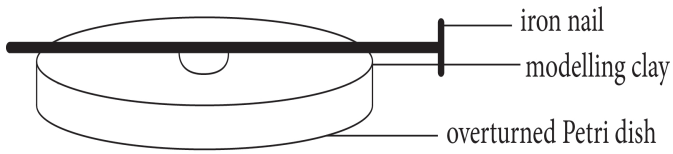

Fig. 1 Set-up of iron nail conductor on overturned Petri dish
1. Put a small ball of modeling clay in the centre of an overturned Petri dish. Mount the nail on the Petri dish by pressing it into the clay (Fig. 1.)